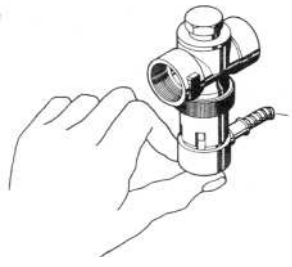

Fig. 170 Sécurité d'écoulement thermique, Presser le capuchon rouge contre la soupape
- Presser le capuchon rouge contre la soupape (Fig. 170) → l'eau doit s'écouler dans l'entonnoir.